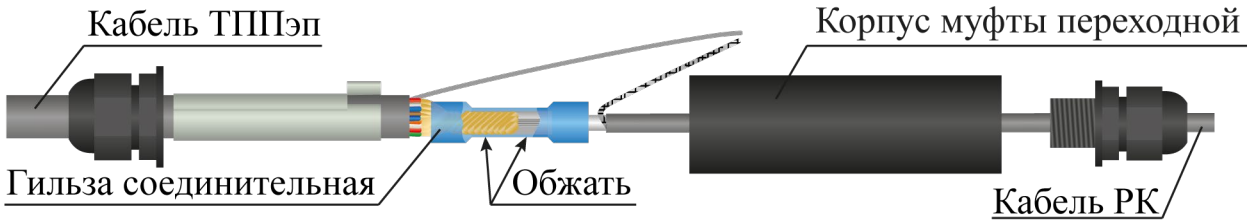

Рисунок 4.23
– в ответное отверстие гильзы вставить зачищенные концы кабеля ТППэп. Гильзу обжать с помощью специального инструмента со стороны кабеля ТППэп (рисунок 4.23);